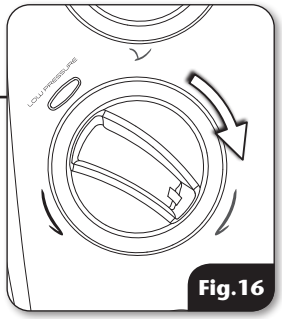

Fig.16
D. With the cover off the shower, turn the temperature control so that it goes to Maximum HOT **(fig.16).**